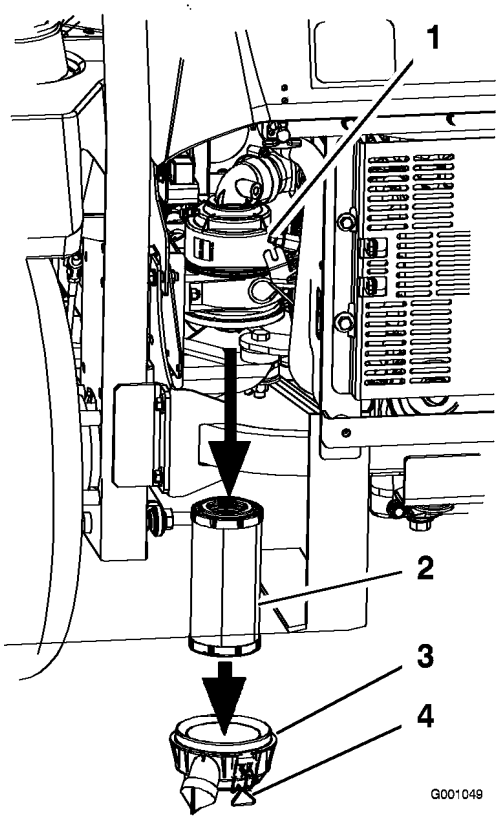

Figur 33
3. Åbn låsene på luftfilteret, og træk luftfilterdækslet af luftfilterhuset (Figur 33).
5. Skub forsigtigt filteret ud af luftfilterhuset (Figur 33). Undgå at ramme husets side med filteret.